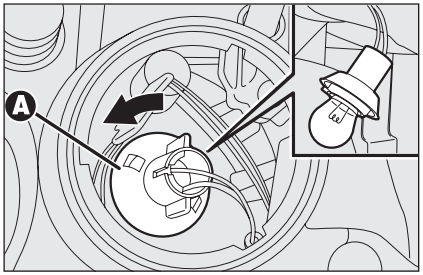

rys. 28 A0E0194m
- ❒ obrócić w lewo oprawę żarówki **A-rys. 28**, wyjąć żarówkę i wymienić ją;